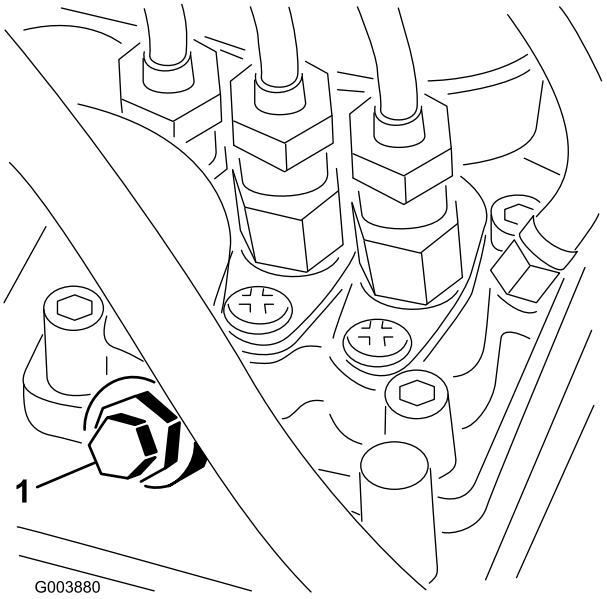

**Figuur 31**
3. Draai de ontluchtschroef op de brandstofinjectiepomp open (Figuur 31) met een 12 mm sleutel.